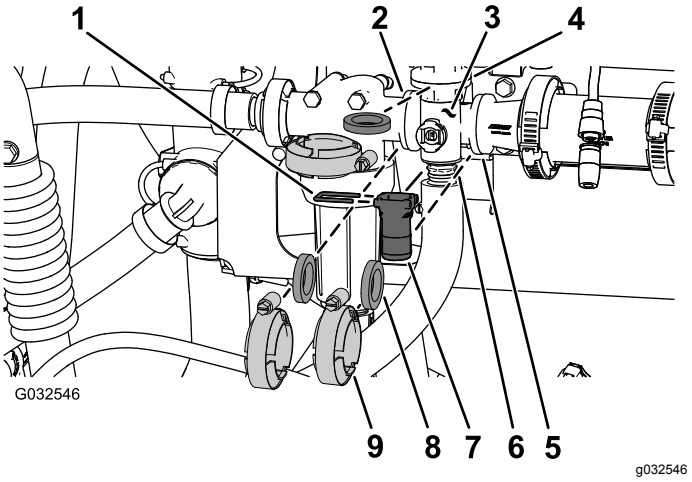

**Рисунок 106**
1. Снимите хомуты и прокладки крепления коллектора клапана перемешивания к перепускному клапану перемешивания, головке фильтра линии нагнетания, переходной муфте и переходному штуцеру (дроссельного клапана перемешивания), как показано на Рисунок 106.